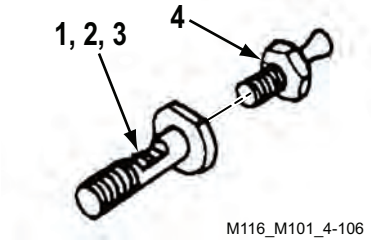

Figure 2. Lubrication Fitting Removal.
3. Remove lubrication fitting (Figure 2, Item 4) from each of three shackle pins (Figure 2, Items 1, 2, and 3). Discard lubrication fittings (Figure 2, Item 4).